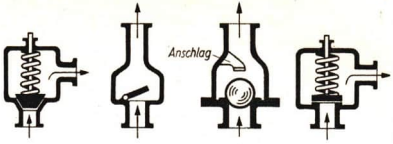

Abb. 112. Ventilformen
3. Ein Wasserhahn, wie wir ihn an jeder Zapfstelle finden, ist seiner Bauart nach ein Ventil (siehe Abb. 48 des Lehrbuches der Physik für das 6. Schuljahr). Vergleiche ihn mit den in Abb. 112 abgebildeten Ventilen! Welcher Form kommt er am nächsten?